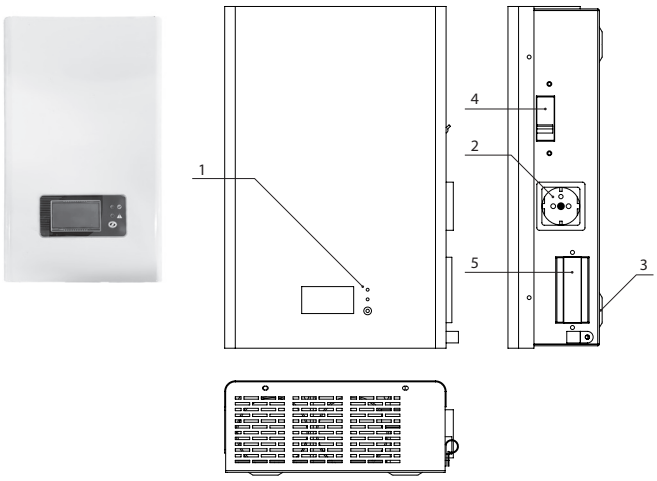

Рисунок 3.
- VOLT ASIVS 2000W/ VOLT ASIVS 2500W, VOLT ASIVS 3000W – Рисунок 3;